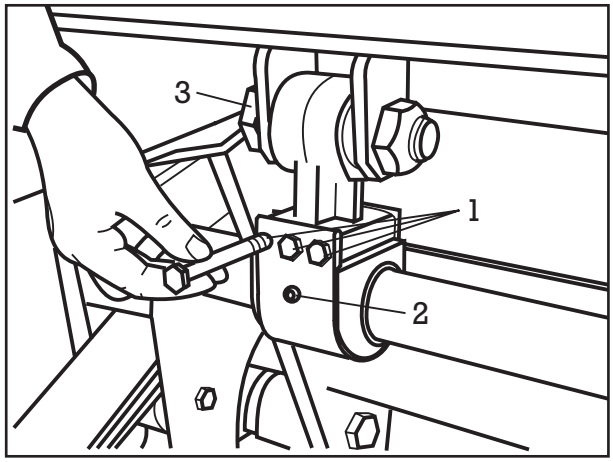

Рис. 9
(15) Вставить крепежные болты (рис. 9/1) крепежного хомута, навинтить новые стопорные гайки и затянуть их предписанным моментом затяжки в 53 Нм.
(16) Смазать крепление через смазочный ниппель (рис. 9/2) специальной долговременной смазкой BPW ECO-Li 91.
(17) Затянуть стопорные гайки болтов с шестигранной головкой (рис. 9/3 и 5/1) предписанным моментом затяжки от 700 - 750 Нм.